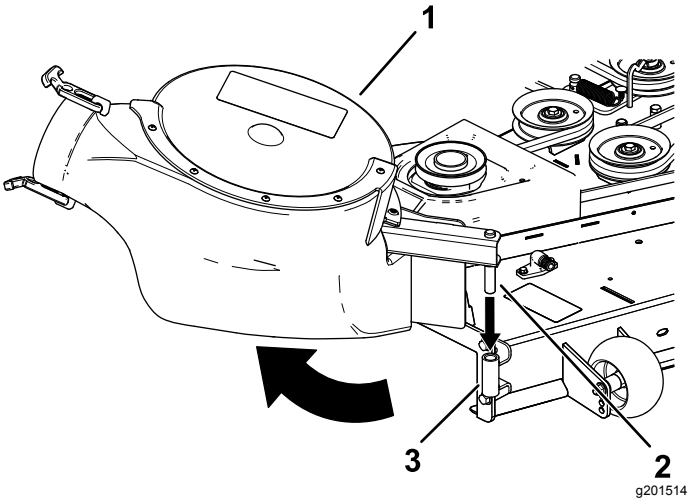

Bild 23
2. Setzen Sie den Lagerbolzen des Gebläses in die Gebläsestütze ein und drehen Sie das Gebläse nach innen zur Maschine (Bild 23).